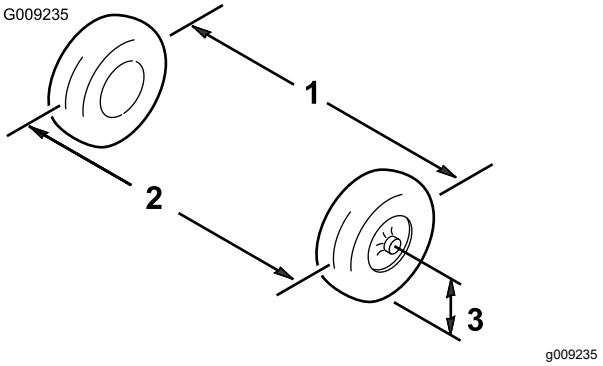

**Figura 57**
1. Mida la distancia entre los neumáticos delanteros a la altura del eje, en la parte delantera y trasera de las ruedas (Figura 57).